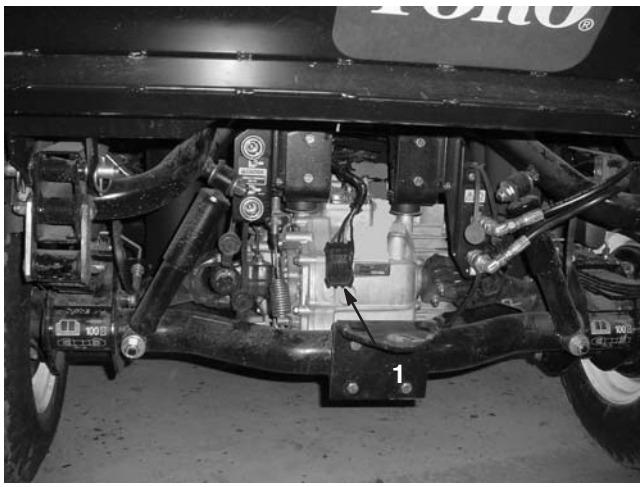

Bild 6
6. Verlegen Sie den Kabelbaum zum Heck der Maschine, siehe Bild 6.